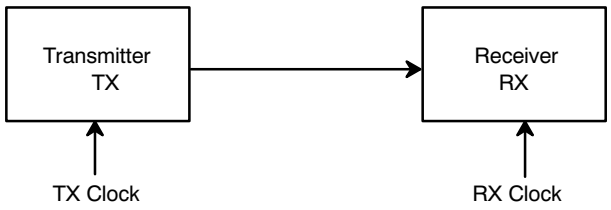

Figure 29. Example of a Serial Data Transmission System
Suppose that we have a serial data transmission system as depicted in *Figure 29*. This system consists of a remote transmitter (TX), and a local receiver (RX).